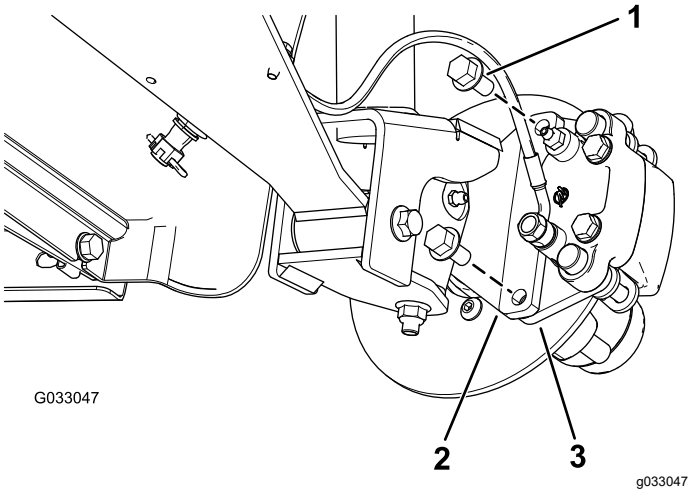
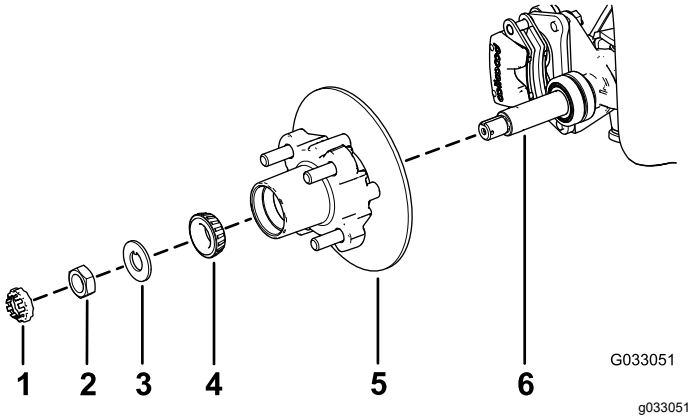

Rysunek 25
Rysunek 29
3. Odkręć śruby kołnierzowe (⅜ x ¾ cala) mocujące wspornik zespołu hamulca do osi, a następnie odłącz hamulec od osi (Rysunek 25).
1. Nałóż cienką warstwę zalecanego smaru na oś (Rysunek 29).
2. Nałóż piastę z tarczą na oś z tarczą skierowaną do wewnątrz (Rysunek 29).
3. Załóż na oś łożysko zewnętrzne i osadź łożysko w zewnętrznej bieżni (Rysunek 29).
4. Załóż podkładkę odginaną na oś (Rysunek 29).
5. Nakręć nakrętkę osi na oś i dokręć nakrętkę z momentem 15 N·m, obracając piastą w celu osadzenia łożyska (Rysunek 29).
2. Umieść okładziny hamulcowe po obu stronach tarczy hamulcowej (Rysunek 25) i ustaw otwory we wsporniku zacisku równo z otworami w mocowaniu hamulca na wsporniku osi (Rysunek 29).
3. Zamocuj wspornik zacisku do wspornika osi (Rysunek 25) za pomocą 2 śrub kołnierzowych (⅜ x ¾ cala).